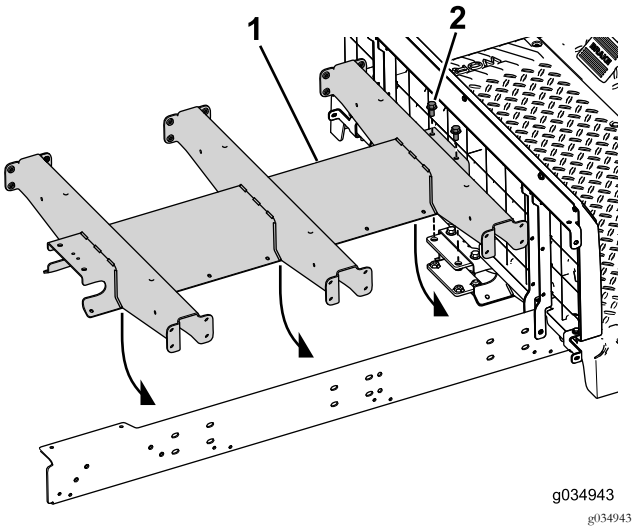

Bild 72
4. Setzen Sie die zwei Schrauben (3/8" x 3¾") und Scheiben durch den mittleren Kanal und die hintere Befestigung ein (Bild 72).